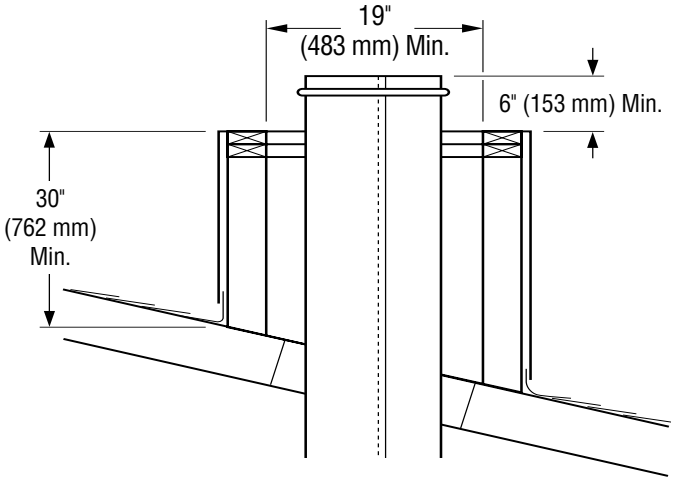

Figure 25 - Constructing Chase
1. Construct chase as illustrated in Figure 25. ***Note:*** The shortest vertical side must be at least 30" high and the minimum inside dimension must be at least 19" as shown in Figure 25.
2. Add pipe sections to chimney system as outlined in fireplace installation instructions until the last piece of chimney is a minimum of 6" above chase top (see Figure 25).